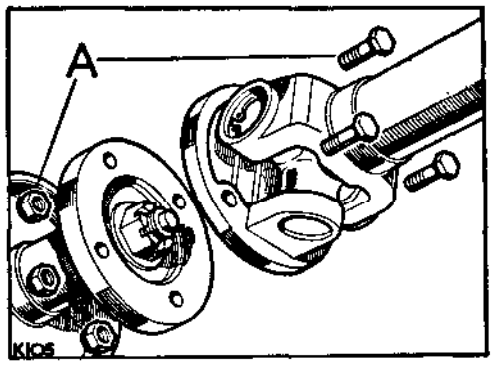

**Fig. C1-26. Propeller shaft for front axle**
13. Reconnect the front propeller shaft, see Fig. C1-26.